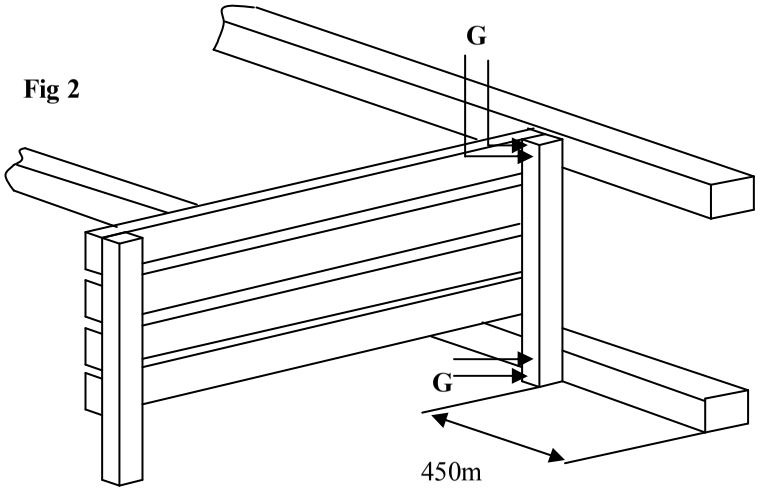

Fig 2
2. Lay one of the side assemblies (A) on a clean, flat area and attach the seat to the side assembly using screws (G). The seat should be positioned approximately 450mmfrom the bottom of the posts as Fig. 2.
3. Turn the assembly onto the seat back (B) so that the second side may be attached to the other end of the seat assembly.